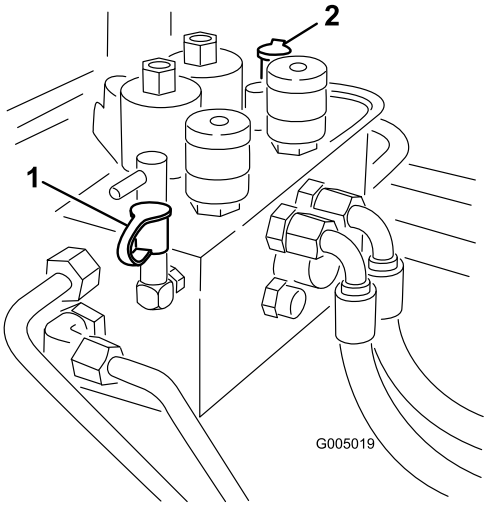

Figura 82
2. A porta de teste B (Figura 82) é utilizada para ajudá-lo a detectar os problemas no circuito hidráulico das unidades de corte frontais.
3. A porta de teste B (Figura 82) é utilizada para ajudá-lo a detectar os problemas no circuito hidráulico das unidades de corte frontais.